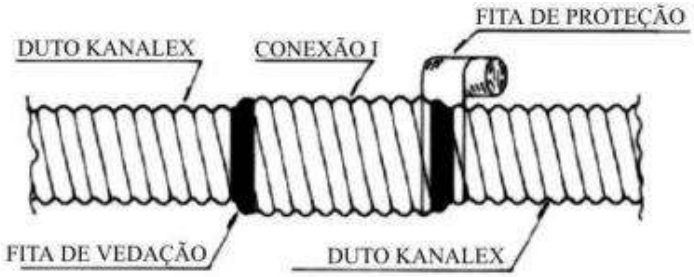

Figura 32
e) Aplicar a fita de vedação (mastique) e em seguida, a fita de proteção em todo o perímetro da conexão I (Figura 32).